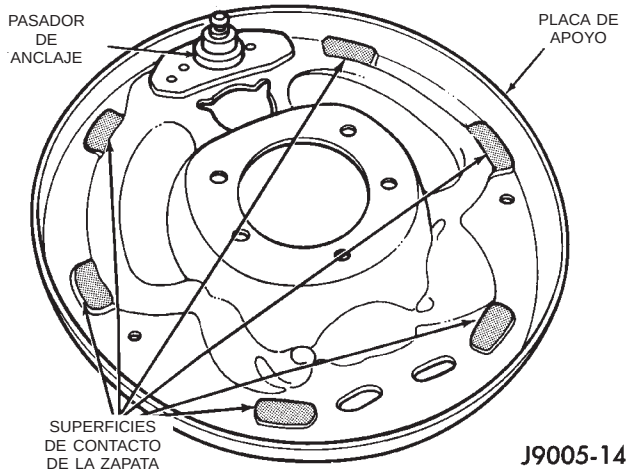

Fig. 35 Superficies de contacto de la zapata
(1) Limpie la placa de apoyo con limpiador de frenos Mopar.
(2) Si se instalan tambores nuevos, retire la capa protectora con limpiador de carbón Mopar y luego realice un lavado final con limpiador de frenos Mopar.
(3) Limpie y lubrique el pasador de anclaje con una ligera capa de grasa Mopar multikilometraje.
(4) Aplique grasa Mopar multikilometraje a las superficies de contacto de la placa de apoyo con la zapata (Fig. 35).